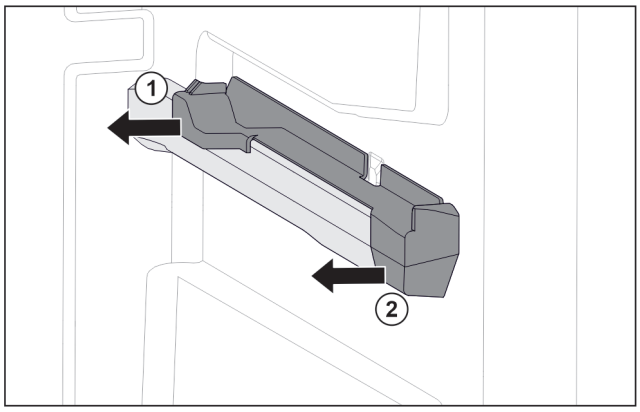

Fig. 102 Вставная часть на правом контейнерном ребре
▶ Отодвиньте вставную часть сзади в сторону. *Fig. 102 (1)*
▶ Отодвиньте вставную часть спереди в сторону. *Fig. 102 (2)*